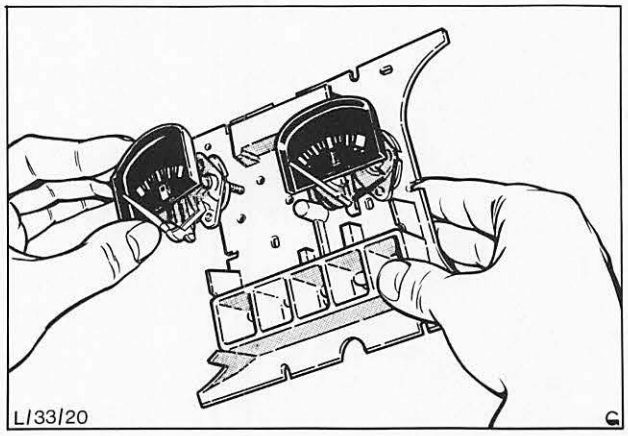

Abb. 70 Lage des Kraftstoff-Vorratsanzeigers an Modellen mit gesonderten Anzeigern
8. Anzeiger in das Instrumentengehäuse einsetzen und mit 2 Muttern und Scheiben befestigen, Abb. 70.